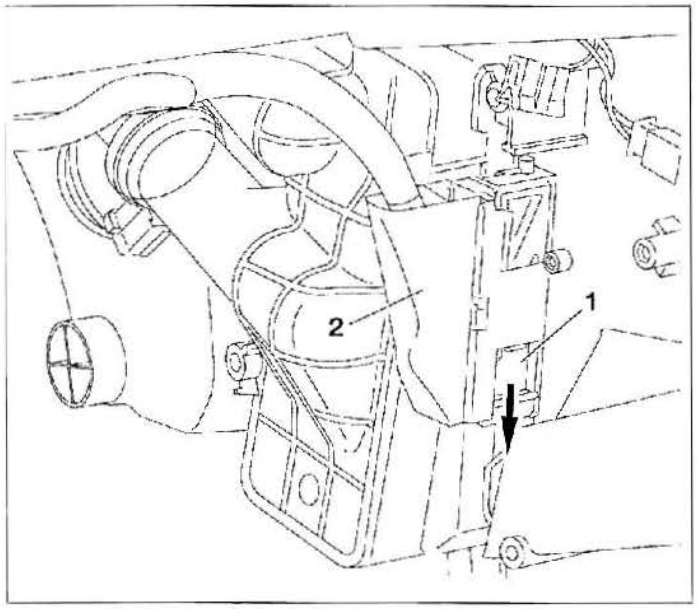

FIG. 19a
- Liberar la brida (1) del conector (2) tirando hacia abajo (flecha) **(fig. 19a)**.